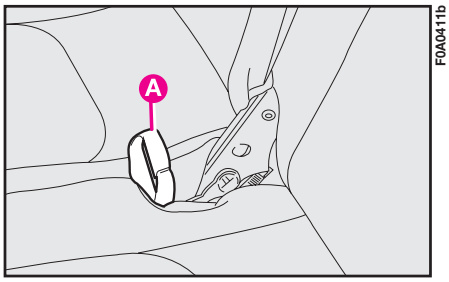
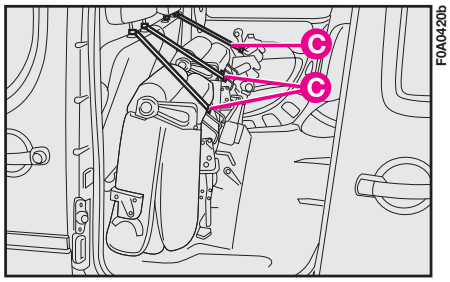

fig. 129
fig. 131
– tilt the central seat back pulling band **A-fig. 129** upwards;
– secure tilted seats by the proper belts **C-fig. 131** (one per seat) to the front headrests.
To re-position the seats, release the belts **C-fig. 131**, tilt the side seats and the central seat cushion then pull band **A-fig. 129** to tilt the seat back and anchor it to the proper brackets.